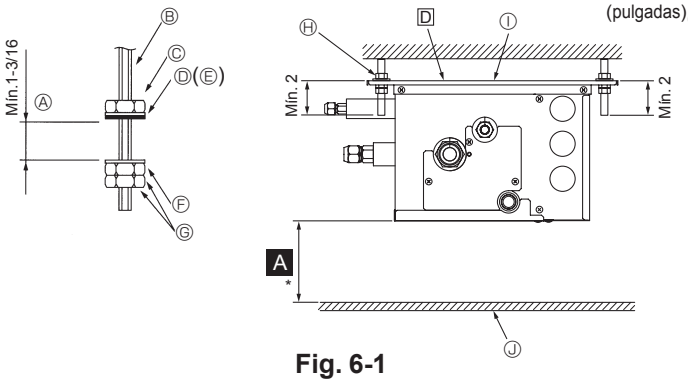

Fig. 6-1
(2) Fije las arandelas y tuercas (①, ②, adquiridas localmente) a los pernos de suspensión. (Fig. 6-1)
(3) Cuelgue la unidad de los pernos de suspensión.
(4) Apriete completamente las tuercas (compruebe la altura del techo).
(5) Utilice un nivel para alinear la caja de derivación horizontalmente.